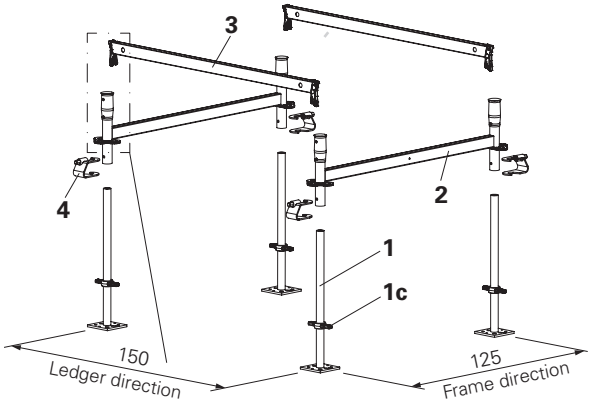

Fig. A1.01
- Dimension 150 in the direction of the horizontal ledgers is variable and shown here as an example. All components in the ledger direction, e.g. horizontal ledgers, are to be used according to their length. (Fig. A1.01)
1. Position four base spindles (1) on the ground in the form of a rectangle 1.25 x 1.50 m. (Fig. A1.01)
2. Place one base frame (2) on each of the two opposing base spindles, 1.25 m apart. (Fig. A1.01)
6. Optional: fit spindle locking (4).
- Insert spindle locking above the quick jack nut of the base spindle and ensure that the pin of the fixing screw (4a) is securely positioned in the hole on the standard (1b). (Fig. A1.01 + A1.02a)